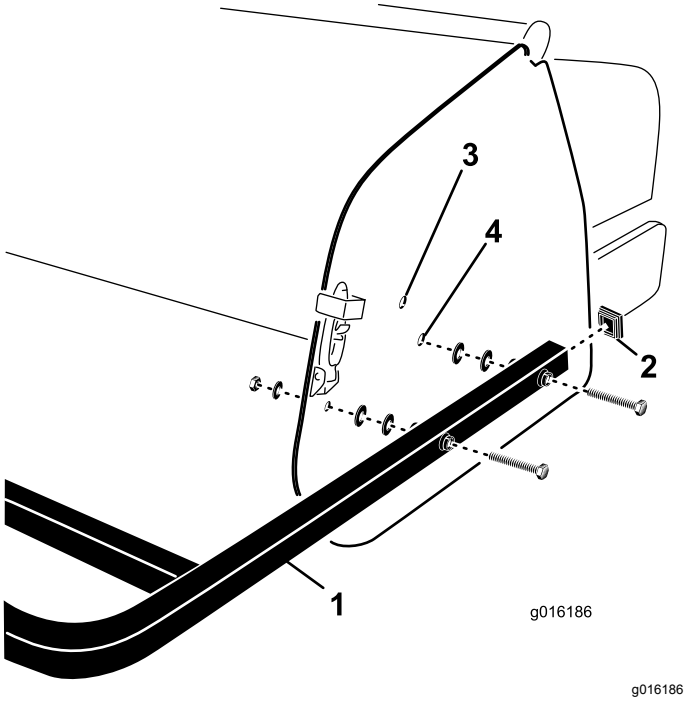

Figur 31
1. Sätt in ändkåporna i ändarna på rören på de bakre skydden (Figur 31).
2. Passa in hålen i monteringsrören på det bakre skyddet med hålen i luftarens sidoplåtar (Figur 31).
3. Fäst skyddets monteringsrör vid sidoplåtarna med fyra skruvar, planbrickor och muttrar (Figur 31).